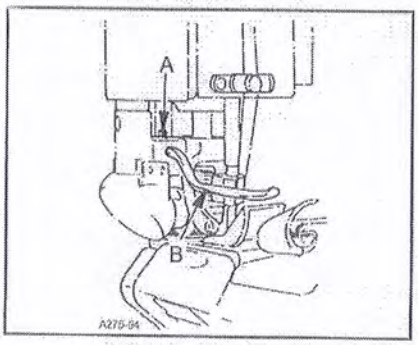

FIG.23
The air blower tube should be set left to right so it is parallel with the throat plate .It should be set front to back so when feeding over a cross seam the presser foot does not contact the tube .If adjustment is necessary ,loosen screw(A,Fig.23) and position air blower tube (B) as required. Retighten screw (A).